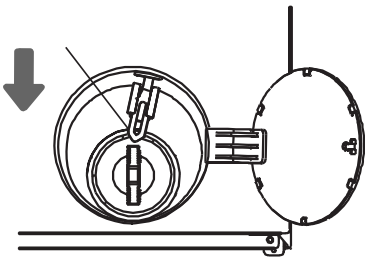

Fig 15
3. Operation method: Open the door cover of the drain pump, use the tool to pull down the door lock lever, and then open the door (as shown in the fig 15). After opening the door, please restore the door lock lever in time.